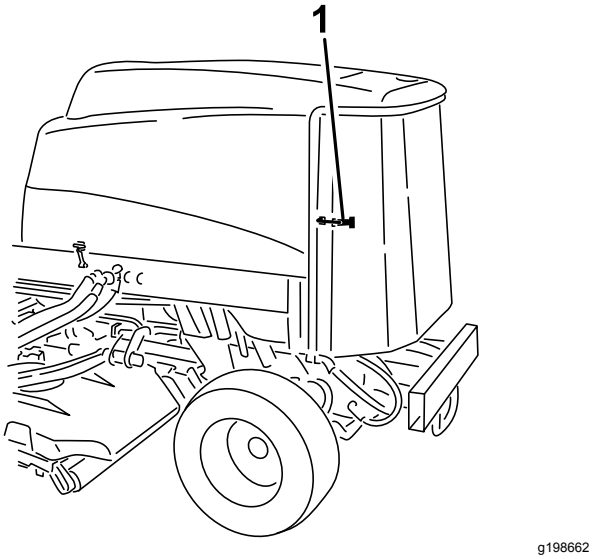

Figur 90
2. Åbn den bageste skærm (Figur 90).